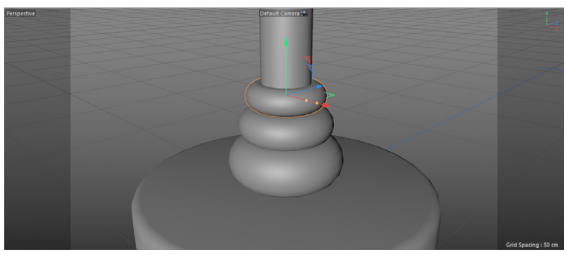

Figure 3-6 *Edit points of bodydesign1.2 moved*
12. Zoom in on *bodydesign1.2* and move both its edit points such that it is scaled down. Next, align *bodydesign1.2,* as shown in Figure 3-6.